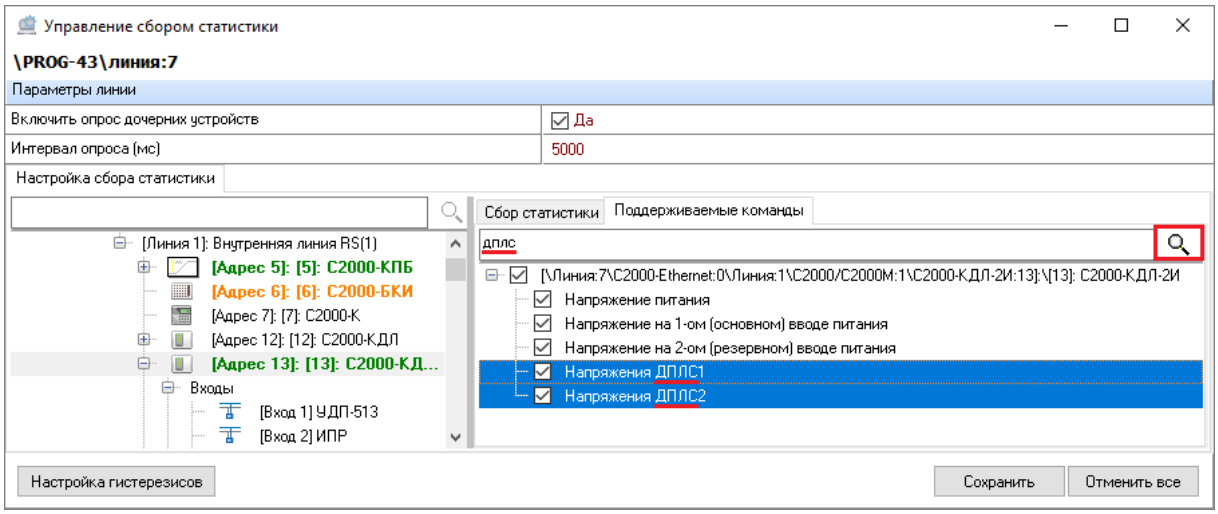

Рисунок 6-234 Результаты поиска в списке параметров для опроса
– если в списке параметров для опроса есть параметры, наименование которых содержит введенное сочетание символов, то они будут выделены в списке параметров для опроса (см. Рисунок 6-234);